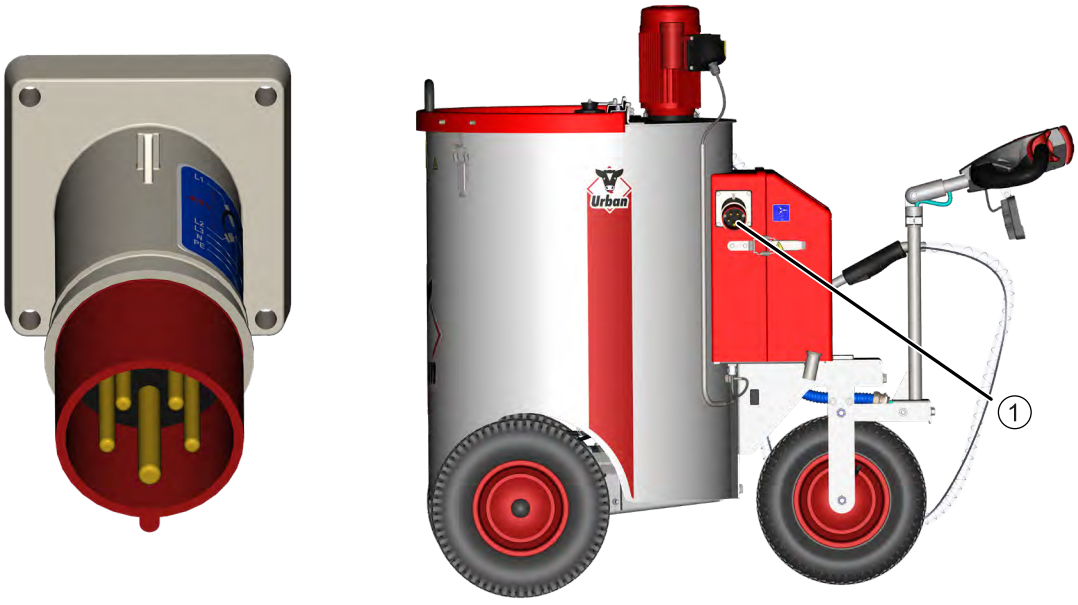

Imagen 19: Ejemplo de conexión, CEE rojo, 5 polos (400 V CA)
4. Conecte el otro extremo del cable de conexión a la caja de conexiones del ① MilkShuttle (véase en Imagen 19: Ejemplo de conexión, CEE rojo, 5 polos (400 V CA) en la página 30).